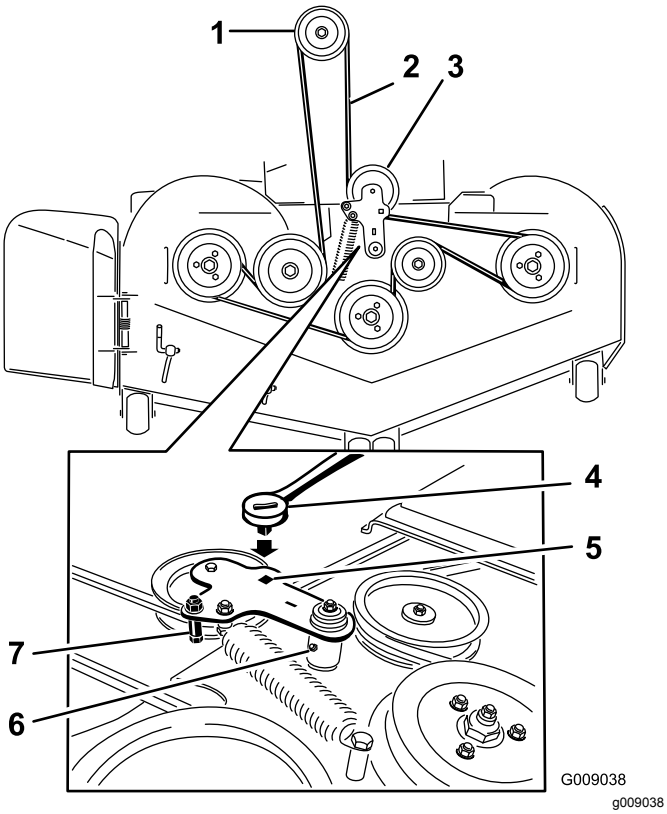

Figur 91
7. Bruk en skralle i det firkantede hullet i lederullarmen for å redusere spenningen på blindfjæren (Figur 91).
9. Fjern remføreren på den fjærbelastede lederullarmen (Figur 91).
11. Monter den nye remmen rundt knivremskivene og clutchremskiven under motoren (Figur 91).
12. Monter remføreren på lederullarmen (Figur 91).
13. Bruk skrallen i det firkantede hullet for å installere blindfjæren (Figur 91).